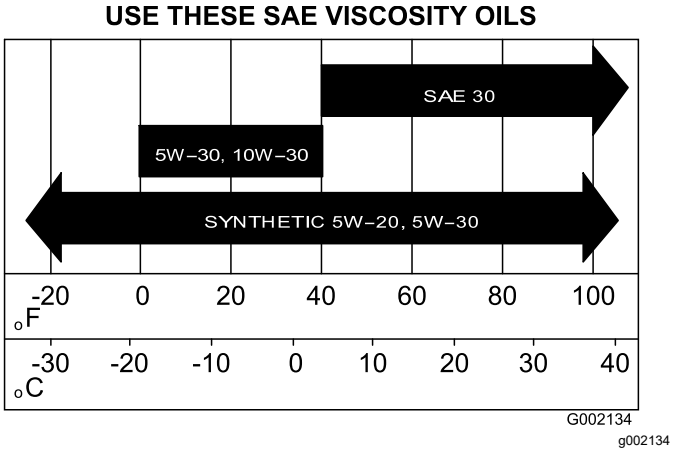

**Figuur 34**
5. Vul het carter bij met de voorgeschreven olie (Figuur 34).